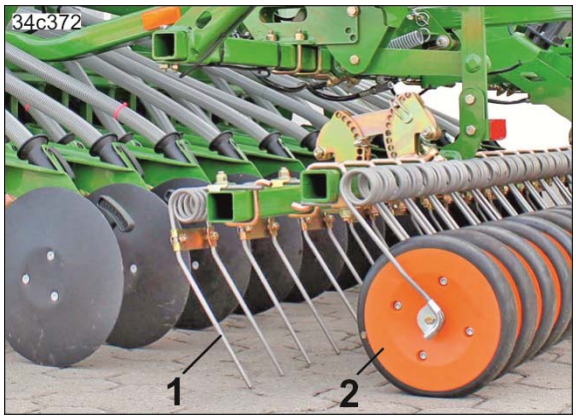

Fig. 64
- den Striegelzinken (Fig. 64/1)
- den Andruckrollen (Fig. 64/2).